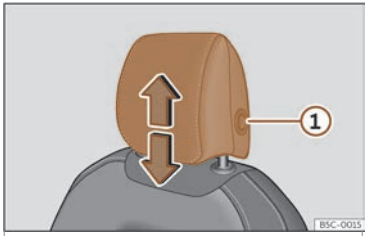
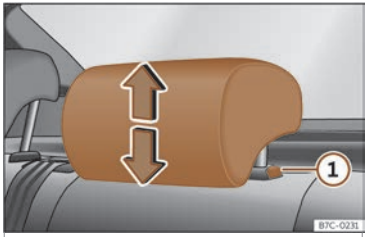

Fig. 103 Asento dianteiro:regulación do repousacabezas.
Fig. 104 Repousacabezas traseiro:regulación do repousacabezas.
- Agarre o repousacabezas coas dúas mans polos lados e puxe cara arriba ata que encaixe na posición desexada. Para baixalo, faga a mesma acción, premendo o botón lateral ① ››› **fig. 103**››› **fig. 104** .
- Prema o botón lateral››› **fig. 103** ① e extraia o repousacabezas.